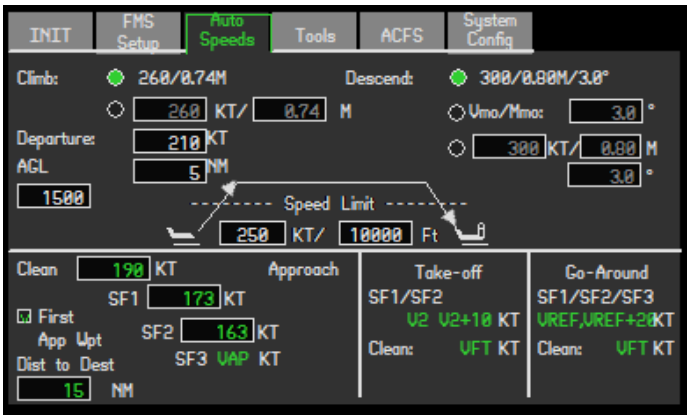

Figure 38 - AUTO SPEEDS MENU
- Speed Mode – uses the FMS speed setting on the Auto Speeds menu (see Figure 38).